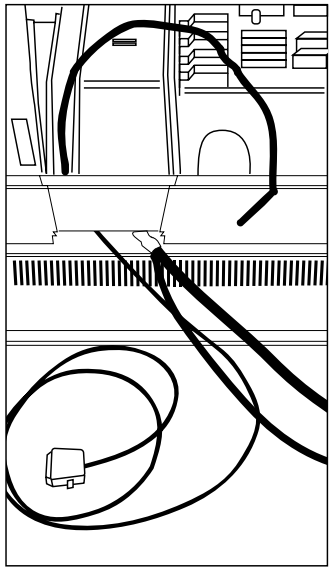

Figure 3-8. IBM 3683/84 J6 Connector
3. Mark an X on the side of J16 that faces the front of the terminal. Remove the J16 connector from the keyboard connector bracket. Slide the J16 connector under the printer mounting plate (*Figure 3-8*).